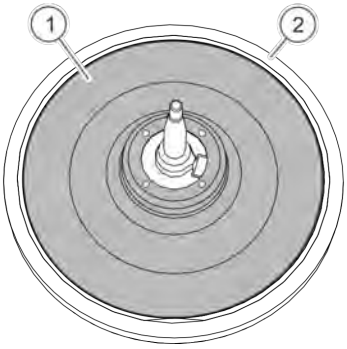

Fig. 34: Motor cover and rubber sleeve
9. Remove the motor cover (*Fig. 34*/1) from the rubber sleeve (*Fig. 34*/2), and put it to the side.